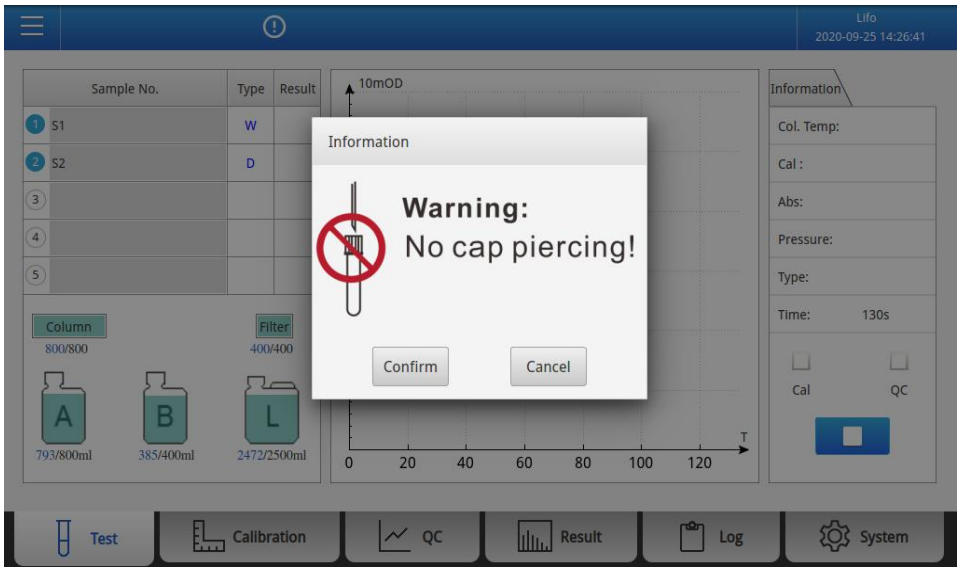

Fig. 5-11 Warning interface
5)According to the operating instruction, perform whole blood primer, position 1# for W.B., position 2# for D.B.(100ul W.B. versus 750ul Diluent L) , then remove the cap of whole blood tube and click **”Yes”** button. The **Fig. 5-11** is displayed.